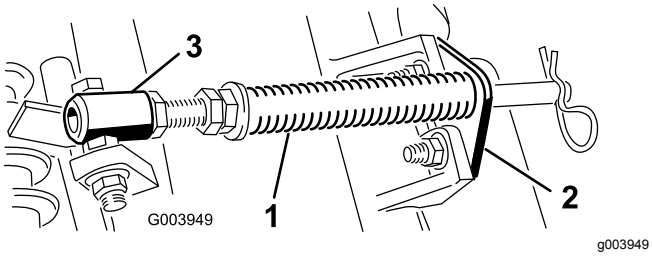

**Figur 4**
A. Fjern de to låseskruene og mutterne som fester stangbraketten til klippeenhetstappene (Figur 4).
B. Fjern flensmutteren som fester fjærrørsskruen til bærerammetappen (Figur 4). Fjern enheten.